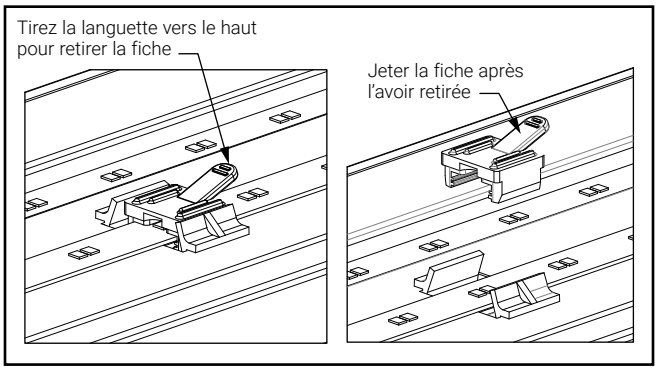

Figure 4.
3. Pour les projecteurs de 2,4 mètres UNIQUEMENT, il y a des bouchons de rétention de plateau d'engrenage ROUGE (8AWS Qté 5, 8AWWS Qté 9) qui DOIVENT être enlevés. Pour retirer ces bouchons de rétention ROUGE, tirez vers le haut la languette située sur le côté du bouchon, de manière à ce qu'ils se détachent complètement du plateau d'engrenages (figure 4). Une fois les bouchons enlevés, ils peuvent être jetés car ils ne sont plus nécessaires.